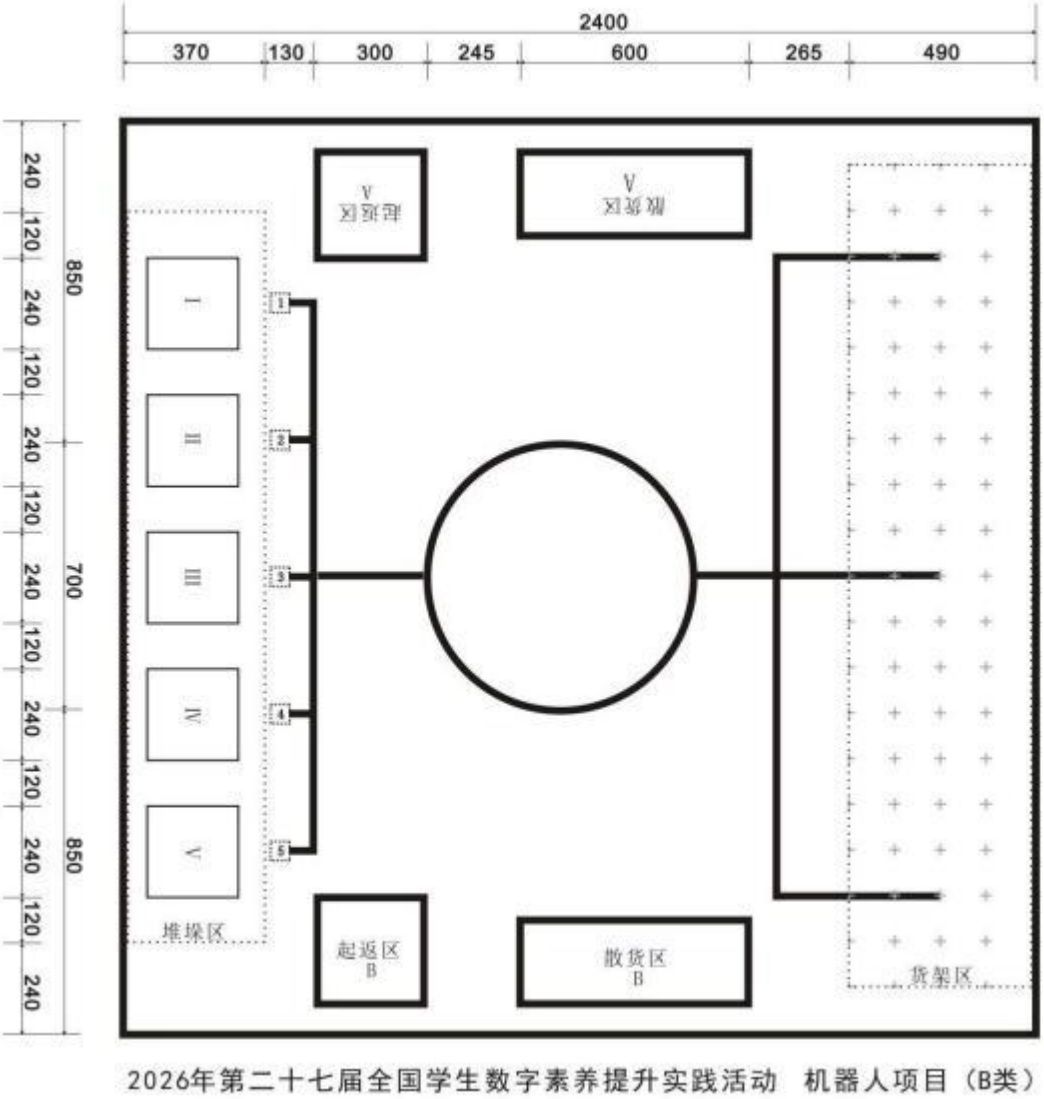

图 1 场地平面示意图
1. 场地为大小约2400mm×2400mm的喷绘地图，周围有高约150mm的围栏，堆垛区设置5个垛点（Ⅰ、Ⅱ、Ⅲ、Ⅳ、Ⅴ），货架区“+”锚点用于定位货架摆放位置，各区域的分布如图1所示。边框及机器人行进定位用的辅助线条均为宽度15-20mm的黑色实线。